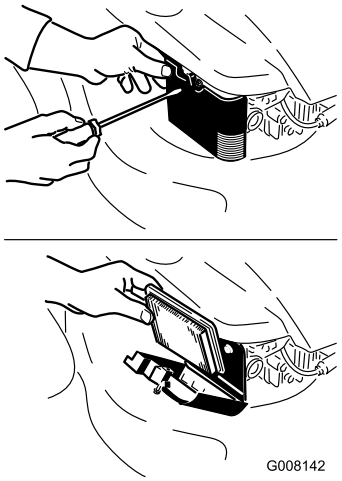

Figur 25
2. Åbn luftfilterdækslet, og fjern det gamle luftfilter (Figur 25).